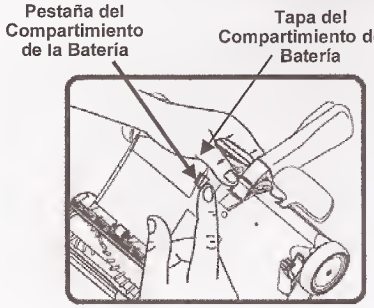
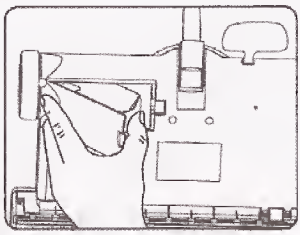

Fig. 5
Fig. 6
3. Presione la traba y levante la tapa del compartimiento de la batería. (Fig. 5 y Fig. 6)